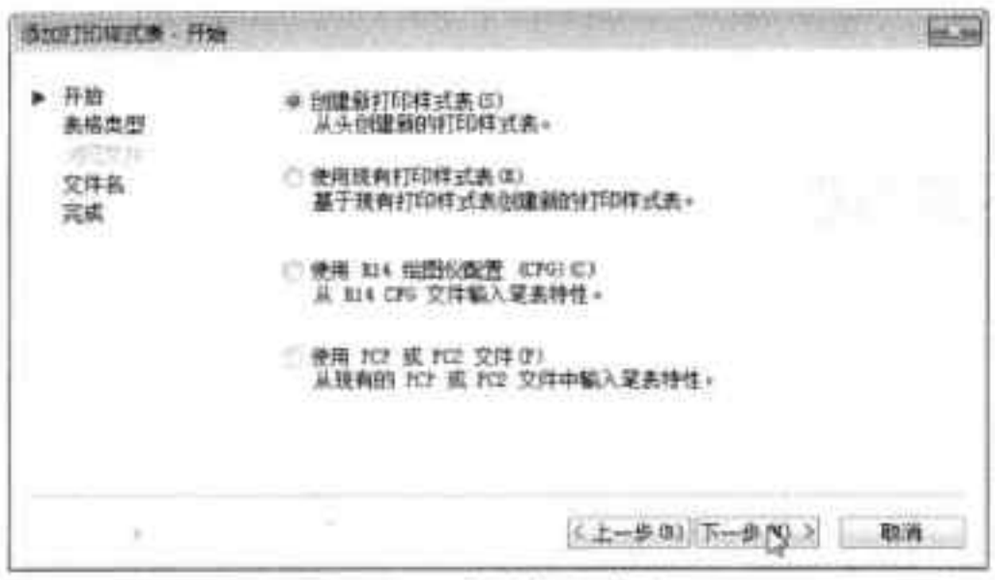

图10-9 “开始“对话框
Step 03 在“开始”对话框中，单击“下一步”按钮，如图 10-9 所示。